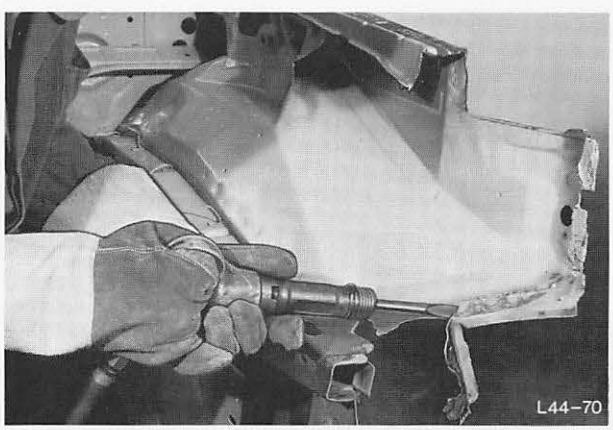

Abb. 65 Blechreste entfernen
6. Blechreste von Punktflansche entfernen, Abb. 65.